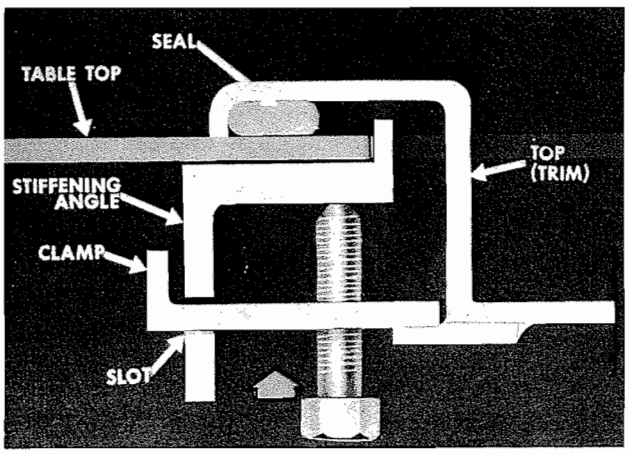

Figure 6
4. Slide the clamp inward so that it engages the upper part of the protruding angle from the griddle frame. See Fig. 6.
5. Tighten the clamp screws against the angle as shown in Figure 6.